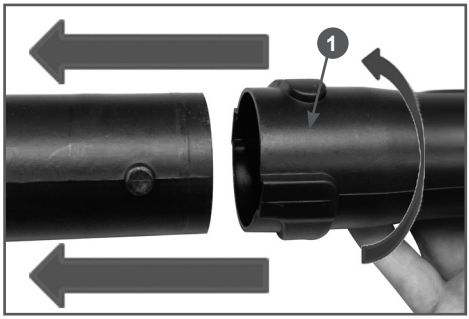

Рис. 5 Установка трубы напорной «В»
4. Соедините выступы на трубе «А» с пазами в трубе «В». Нажмите на трубу «В» в сторону трубы «А» до упора и поверните трубу «В» против часовой стрелки (если смотреть со стороны двигателя) до плотной её фиксации (Рис. 5).